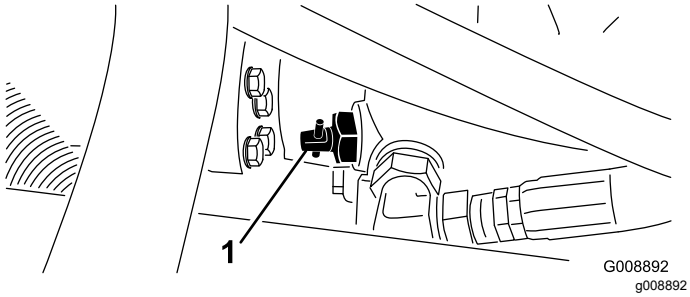

Rysunek 41
1. Odszukaj zawór obejścia na pompie (Rysunek 41) i przekręć go o 90°.